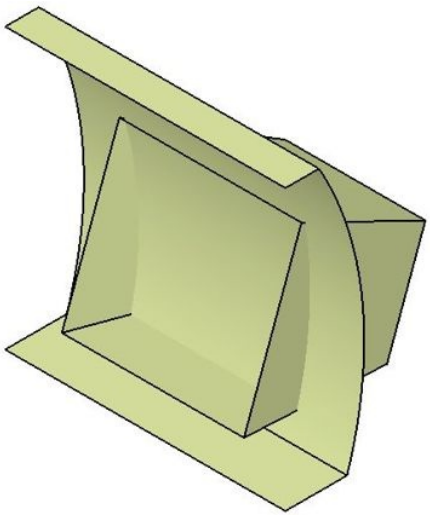

Figure 11-77 *Resulting multi-sections surface*
15. Choose the **OK** button from the **Multi-Sections Surface Definition** dialog box. After the surface has been generated, hide all the sketches and planes. The model after creating the multi-sections surface is shown in Figure 11-77.